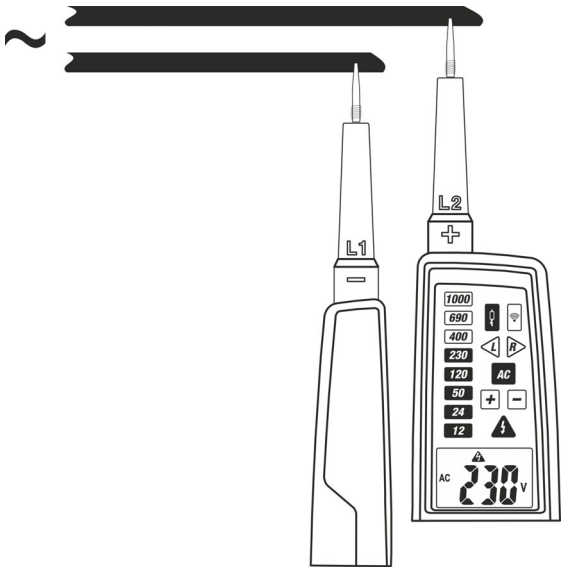

Fig. 6: Misura di Tensione AC con bassa impedenza
2. Collegare i puntali **L1** e **L2** alla sorgente in prova (vedere Fig. 6). La misura è eseguita **solo con contatto dei puntali sulla parte metallica dei conduttori**